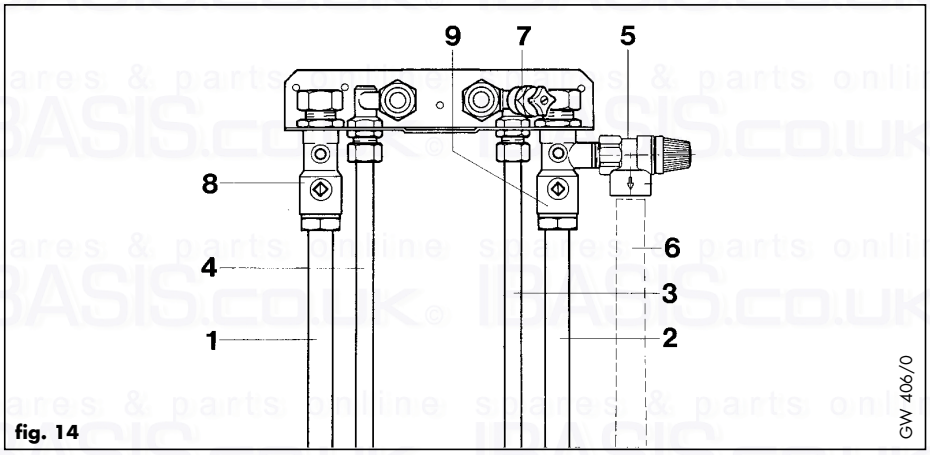

fig. 14
4.4 Pipework connections (fig. 14)
Figure 14 shows the central heating, domestic hot water, mains cold water and pressure relief valve connections.